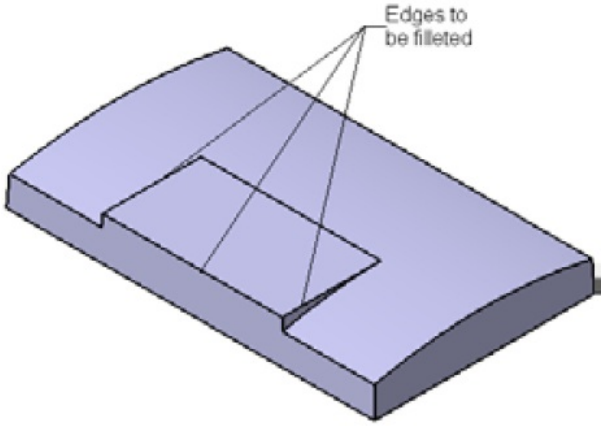

Figure 6-110 *Edges to be filleted*
d. Fillet the edges of the model, refer to Figures 6-110 through 6-115.
2. Select the edges, as shown in Figure 6-110, and set the value in the **Radius** spinner to **3**.